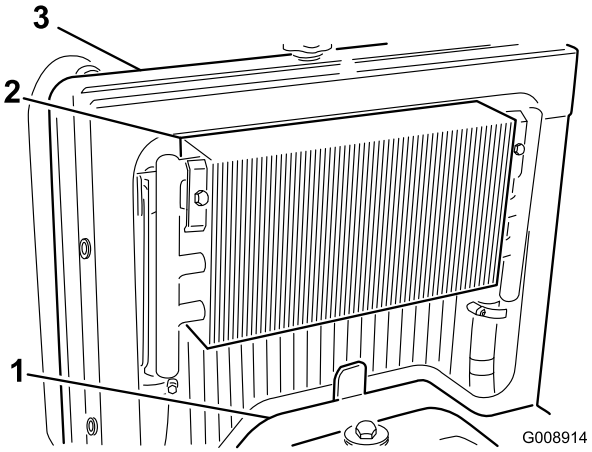

**Figur 52**
2. Ta bort åtkomstpanelen (Figur 52).